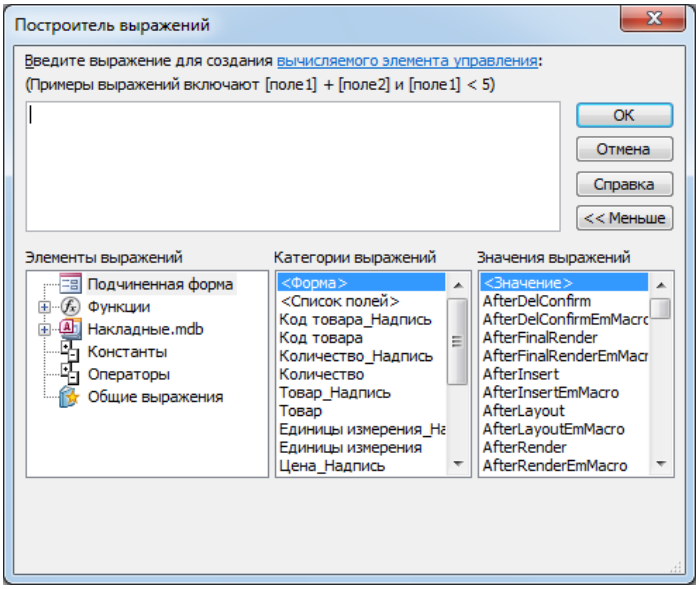

Рис. 3.29. *Построитель выражений*
6. Записывается формула для расчета стоимости. Для этого в окне *Свойства* открывается вкладка *Данные* и в строке *Данные* нажимается кнопка . На экране отобразится окно *Построителя выражений* (рис. 3.29).